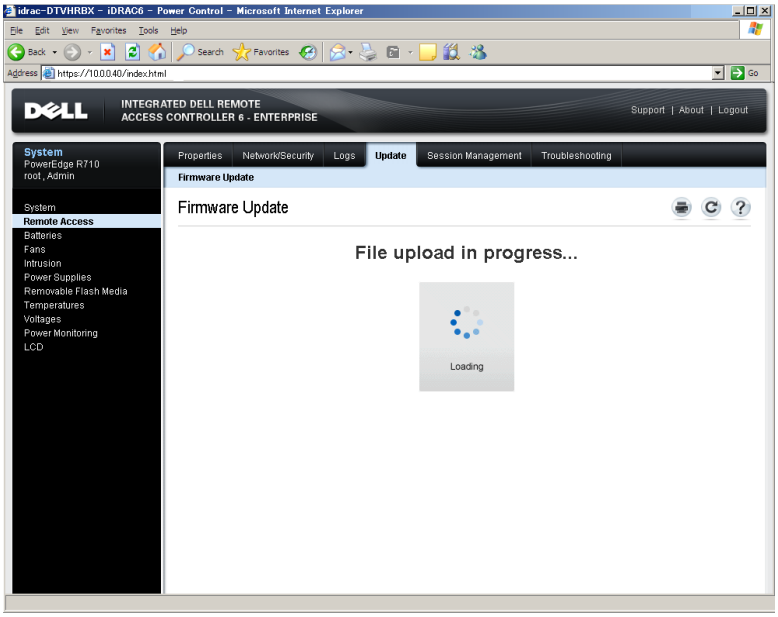

Figure B.2.2-7 File Upload window 3
(10) The File Upload window 3 is displayed as shown in Figure B.2.2-7.